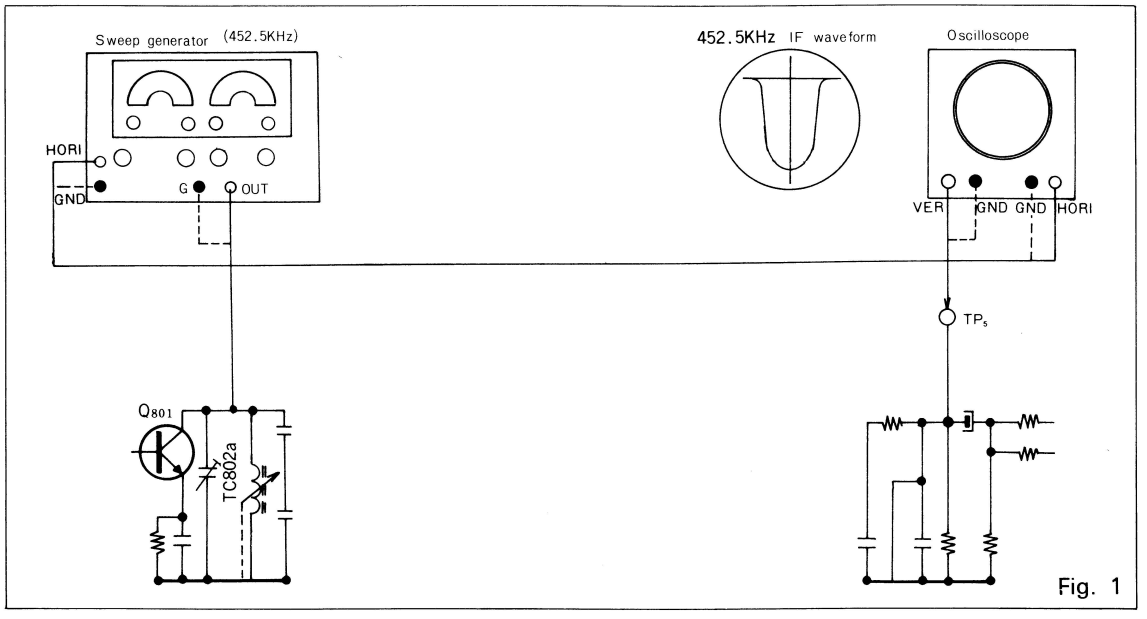

Fig. 1
1. Adjusting IFT (See Fig. 1)
2) Adjust by turning the cores of IFT1 and IFT2 to obtain a waveform as shown in Fig. 1.